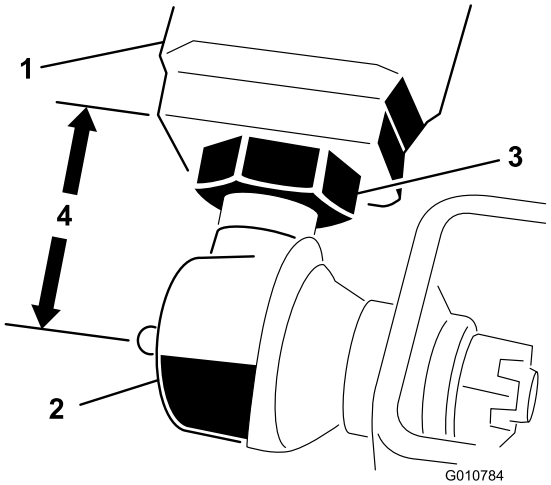

Figur 5
2. Mål avstanden fra enden av hver løftearm til midten av kuleleddet (smørenippel). Avstanden bør være 57 mm (Figur 5).